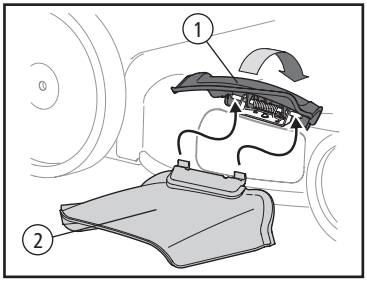

Fig. 12
**1.** Levante a tampa lateral (1) localizada no lado do cortador [Fig. 12].
**2.** Encaixe os dois ganchos do defletor lateral (2) sob o pino da dobradiça no conjunto da tampa lateral do reciclador. Abaixe a tampa lateral (1) do cortador. Nunca retire a tampa lateral (1) do cortador mesmo quando você não está usando a função reciclador [Fig. 12.